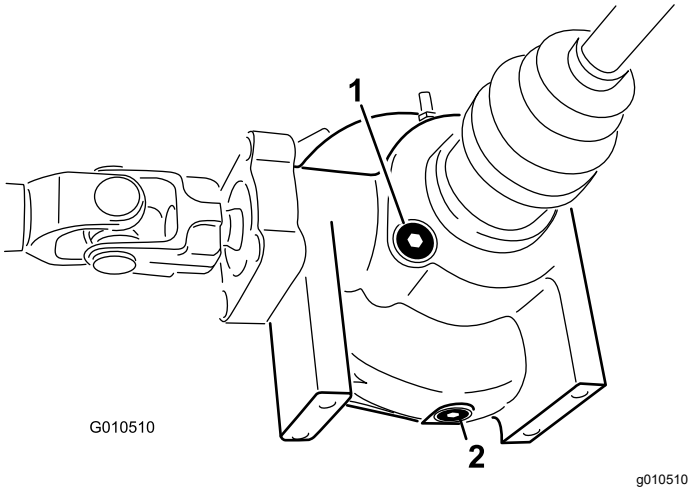

Figur 52
2. Gör rent runt avtappningspluggen på differentialens ena sida (Figur 52).